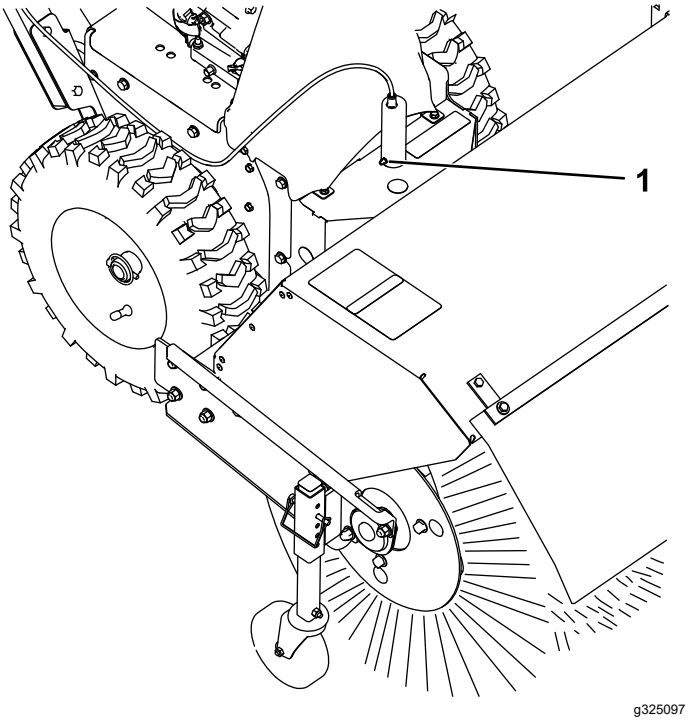

Figure 23
1. Lubrifiez le graisseur de la goupille de blocage d'angle de la brosse avec de la graisse au lithium nº 2 (Figure 23).